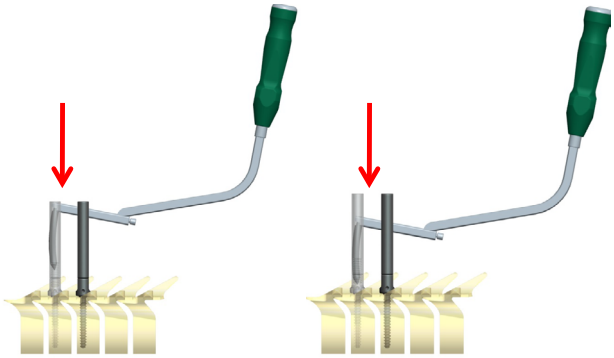

图 9a
- 将连接器的开口对齐，按箭头方向对准连接器。棒应整个在连接器内。慢慢将棒沿连接器往下放直至其触及螺钉的尾部或直至周围组织能允许其能到达的最深的位置。至少棒的头部需要位于筋膜下（图 9a）。